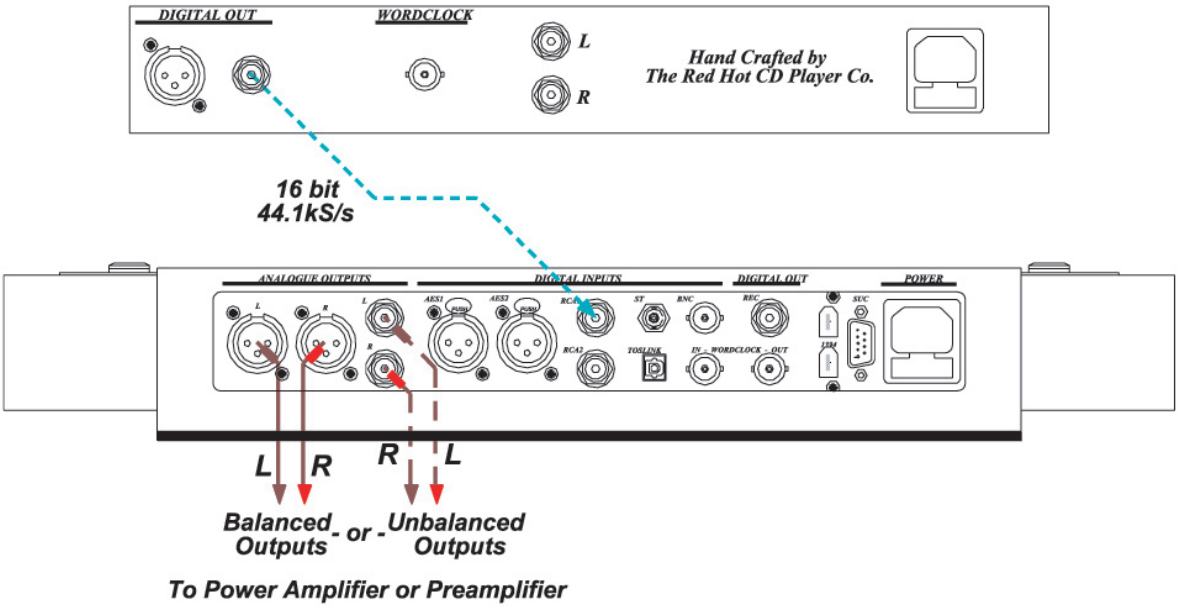

図１：CD プレーヤーとの標準的な接続
- ゆっくりとディーリアスの Volume（ボリューム）を最適レベルまであげていく。基本的な CD トランスポートとの接続は図１に表示する。